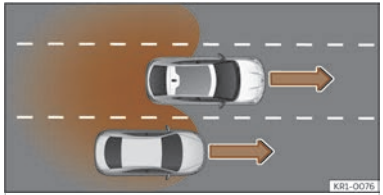

**Fig. 137** Overtaking in the central lane and then joining the right lane.
- When overtaking another vehicle ››› **Fig. 137** with a speed difference of approx. 10 km/h (6 mph). If the vehicle is passing at a considerably higher speed, no indication will be displayed.